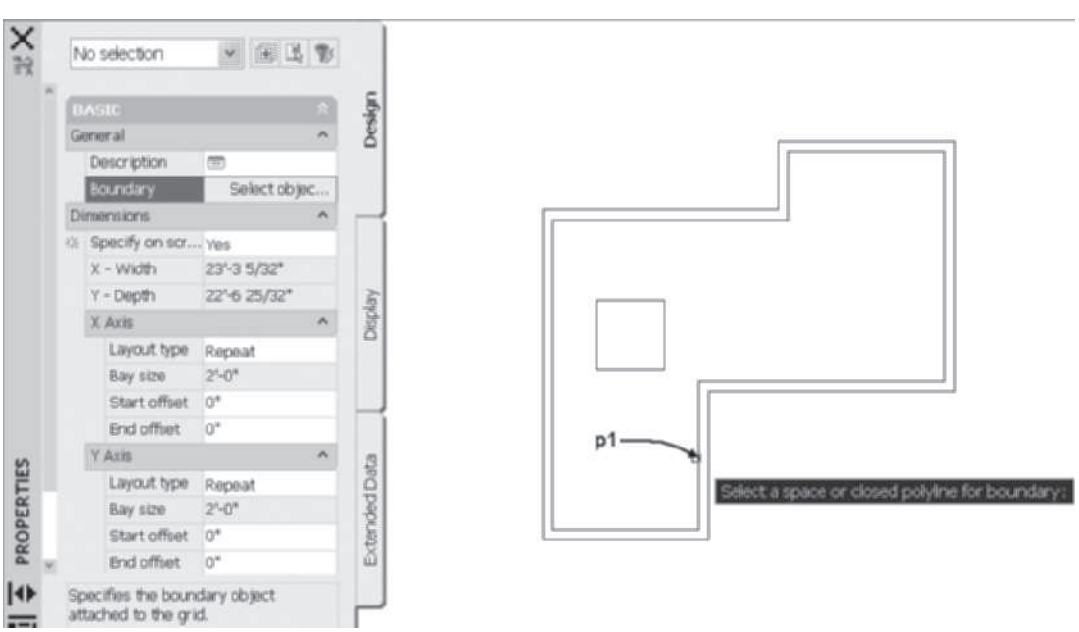

FIGURE 13.57 *Selecting the AEC Space boundary for the ceiling grid*
6. Edit the **Properties** palette as follows: Specify on screen = **No**; X Axis: Layout type = **Repeat**, Bay size = **2'-0 [600]**, Start offset = **0**, End offset = **0**; Y Axis: Layout type = **Repeat**, Bay size = **2'-0 [600]**, Start offset = **0**, End offset = **0**. To set the remainder of the ceiling grid dimensions, select Specify on screen = **Yes**. Choose **Select object** from the **Boundary** list and select the edge of the AEC Space for the room at **p1** as shown in Figure 13.57.